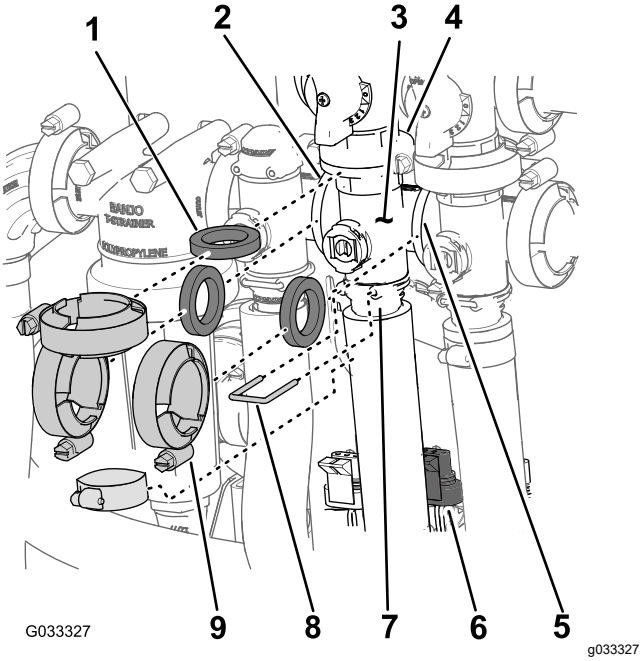

Figura 70
1. Retire las abrazaderas y las juntas que sujetan el distribuidor de la válvula de agitación (Figura 70) a la válvula de desvío de agitación, la válvula de control de caudal, la válvula maestra y el acoplamiento del adaptador (válvula de control de agitación).
2. Retire la horquilla de retención que sujeta el conector de salida al distribuidor de la válvula de agitación (Figura 70).